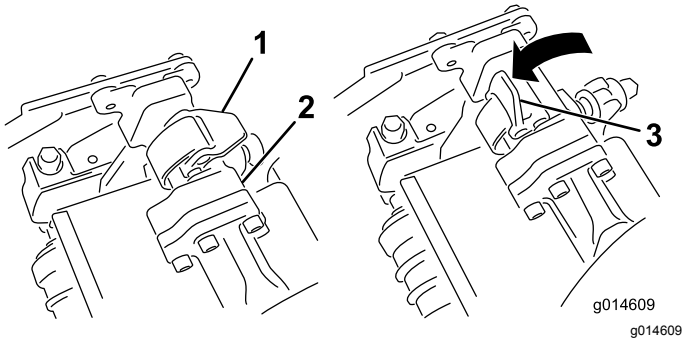
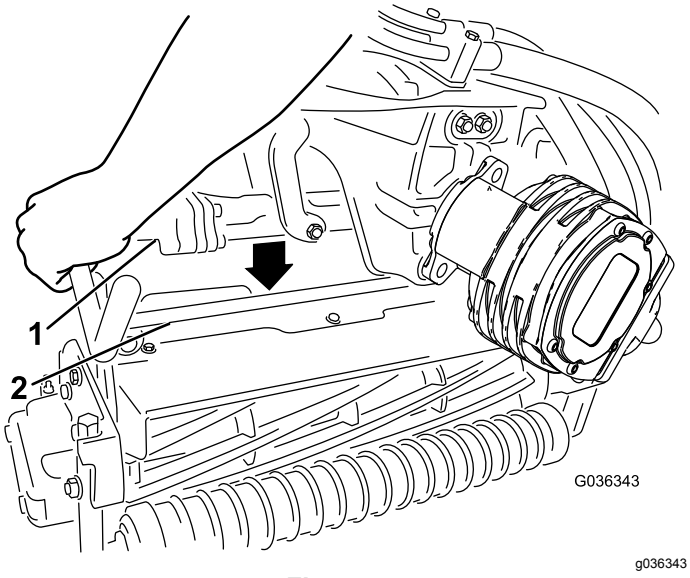

**Figur 53**
**Figur 54**
4. Låt spärrarna på upphängningsarmstången peka uppåt (dvs. de ska vara öppna) (Figur 53) och tryck upphängningsarmen nedåt så att stången passar över stången över ovansidan av klippenheten (Figur 54).
5. Fäll spärrarna nedåt och runt klippenhetsstången och lås dem på plats (Figur 53).
5. Öppna spärrarna på upphängningsarmstången på den klippenhet som du tar bort (Figur 53).